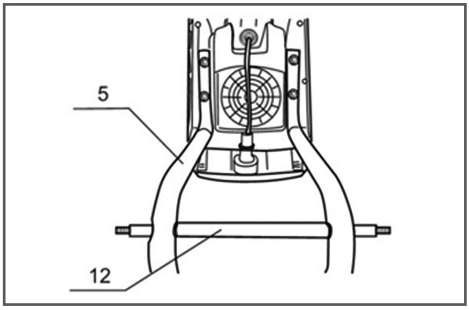

Рис. 2. Установка оси колес
2. Закрепите опоры 5 на измельчителе при помощи гаек (Рис. 2).
3. Установите ось колес 12 на опорах 5 (Рис. 2).